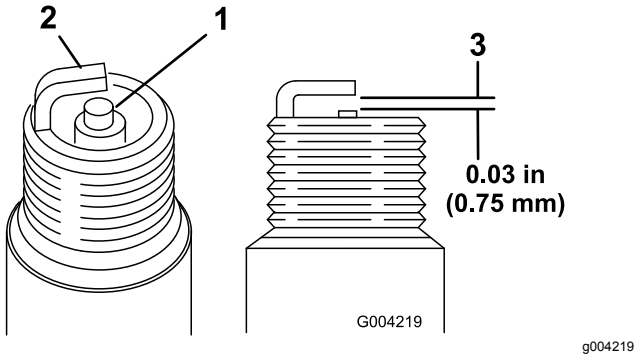

Figure 16
1. Examinez le centre des bougies (Figure 16). Si le bec isolant est recouvert d'un léger dépôt gris ou brun, le moteur fonctionne correctement. S'il est couvert d'un dépôt noir, c'est généralement signe que le filtre à air est encrassé.
2. Contrôlez l'écartement entre l'électrode centrale et l'électrode latérale (Figure 16).
3. Courbez l'électrode latérale (Figure 16) si l'écartement est incorrect.